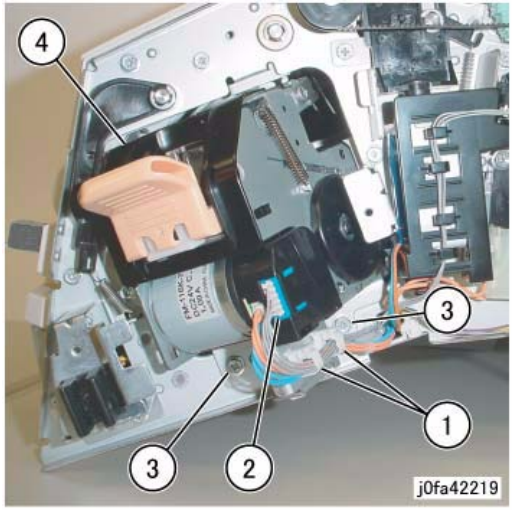

Figure 1 Removing the Stapler Assembly
6. Remove the Stapler Assembly (Figure 1):